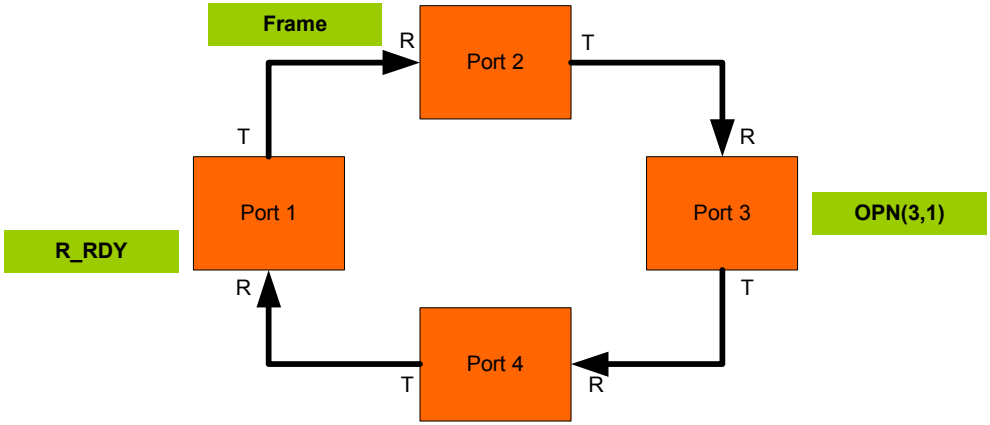

Figure 544 **Close loop: Step 1**
Step 1. Figure 544 shows an existing open loop between Port 1 and Port 3 Port 3 has received the OPN, responded by sending the R_RDY, Port 1 has received the R_RDY and is transmitting a frame to Port 3.